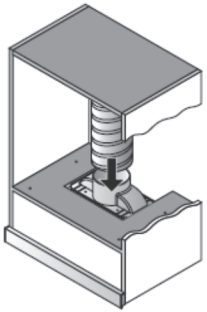

Рис. 4
4. Соедините воздуховод с адаптером вытяжки. (Рис. 4) Выведите другой конец воздуховода в вентиляционную шахту.